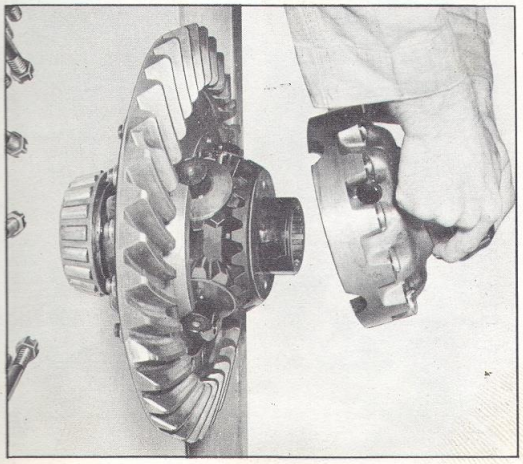

Fig. 7 - Lift Off Plain Case
9. Cutting the capscrew lockwires (23), remove the case capscrews (22) and (24). Note the reference marks at the spider journals of the two cases.
10. Remove the differential plain case (7) see Figure 7, the side gear thrust washer (8), and the side gear (9).
11. Lift out the spider assembly and slide the thrust washer (10) and spider pinion (11) from each spider journal.